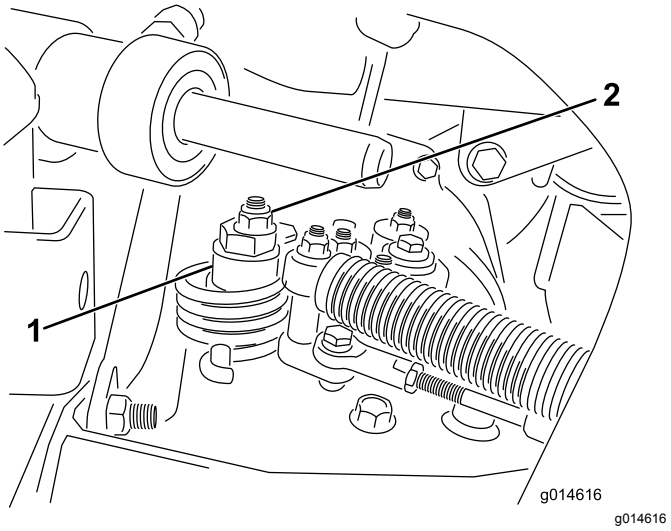

Figur 39
A. Løsne mutteren som fester eksenteren til toppen av hydrostaten (Figur 39).
C. Stram eksenteren til den ikke beveger seg i noen retning. Når hjulet ikke lenger roterer, må du stramme mutteren som låser eksenteren og justeringen (Figur 39). Kontroller justeringen med gassen i SAKTE- og HURTIG-stillingen.